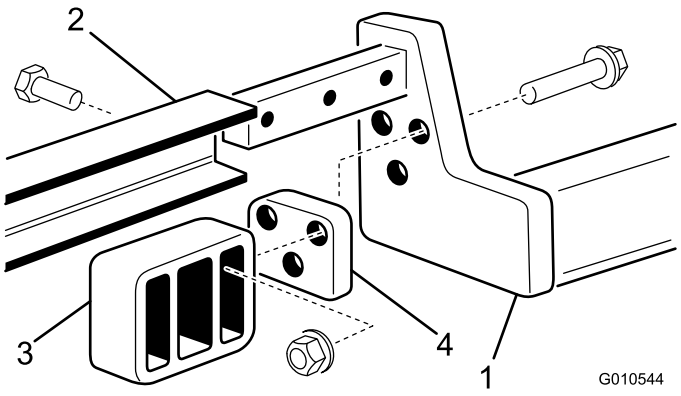

Figur 6
3. Monter en bageste vugge på hver løftearm med 3 bolte (3/8 x 2 tommer), afstandsklodser og flangemøtrikker som vist i Figur 6.
4. Skub bærerrammen på løftearmene, idet du sørger for, at monteringshullerne flugter. Fastgør hver side af bærerrammen på løftearmene med 3 bolte (1/2 x 1-1/2 tomme). Tilspænd boltene med et moment på 95-108 Nm (Figur 6).